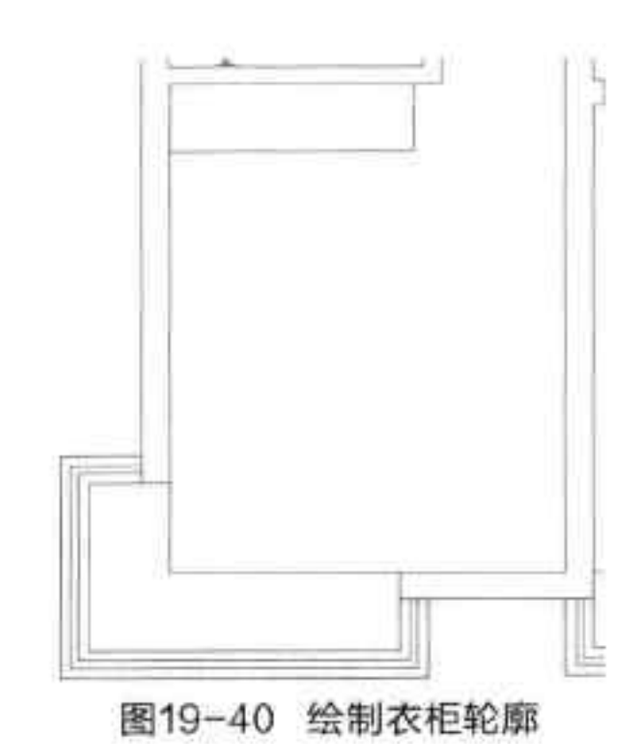

图19-40 绘制衣柜轮廓
Step 07 执行“矩形”命令，绘制长 2100mm、宽 600mm 的长方形，作为衣柜轮廓，如图 19-40 所示。